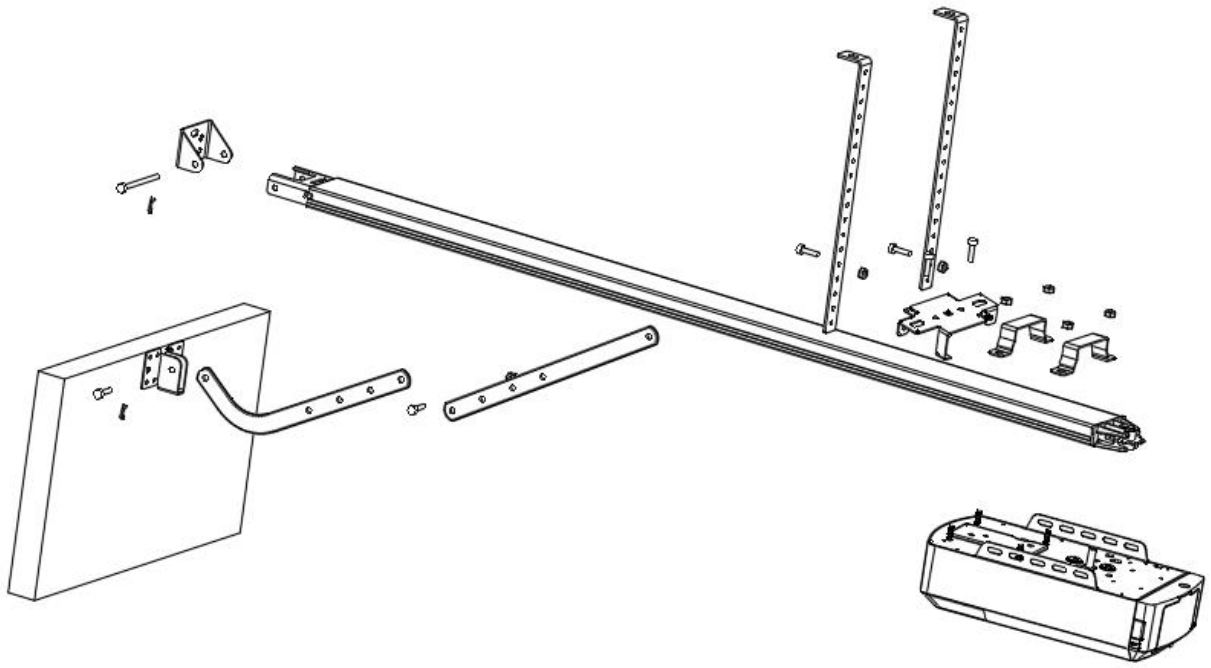
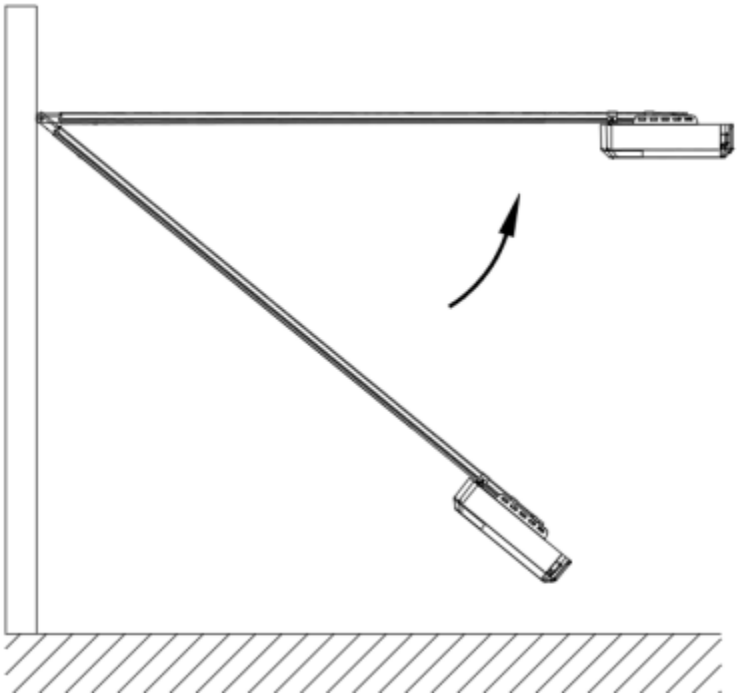
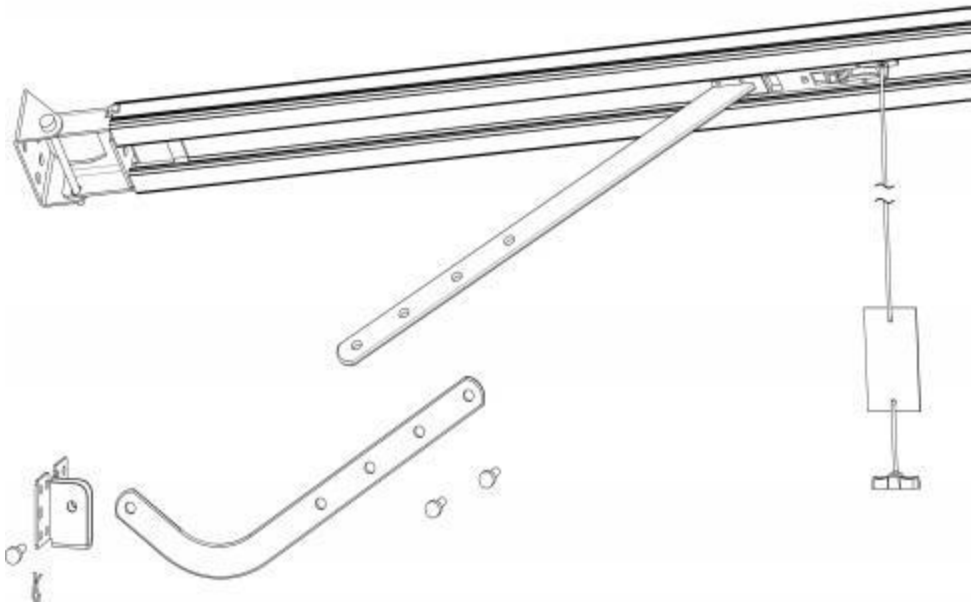

Abb. 3
Abbildung 4
Abbildung 5
SCHRITT 1 (Abb.3)
SCHRITT 2 (Abb.3)
SCHRITT 3 (Abb.3, Abb.4)
SCHRITT 4 (Abb.3, Abb.5)